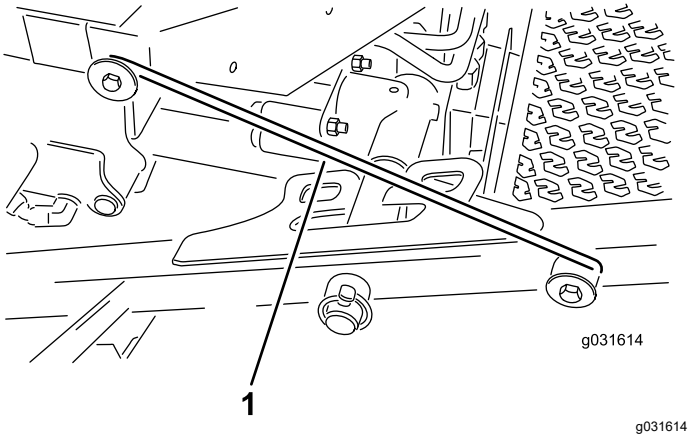

Figur 32
4. Frigör spärrstången från den främre bärramshållaren (Figur 32).
5. Lyft upp utsidan av de främre klippdäcken och placera spärren över tappen på ramen som har monterats framtill på förarplattformen (Figur 32).